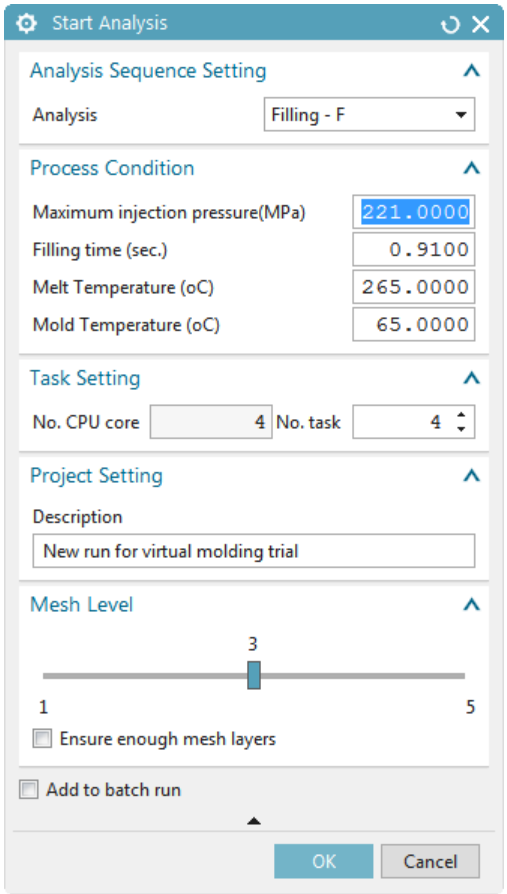

Figure 2-42 *The* ***Start Analysis*** *dialog box*
1. Choose the **Start Analysis** tool from the **Setting** group to start the analysis of the model; the **Start Analysis** dialog box is displayed, as shown in Figure 2-42.